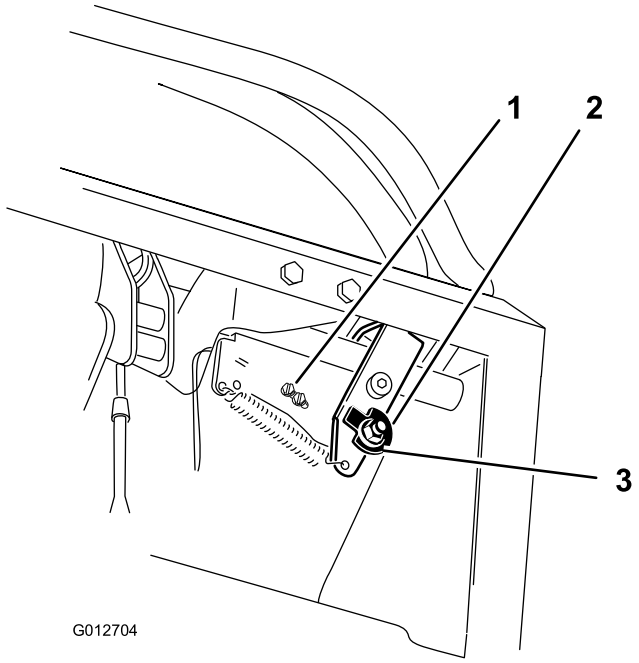
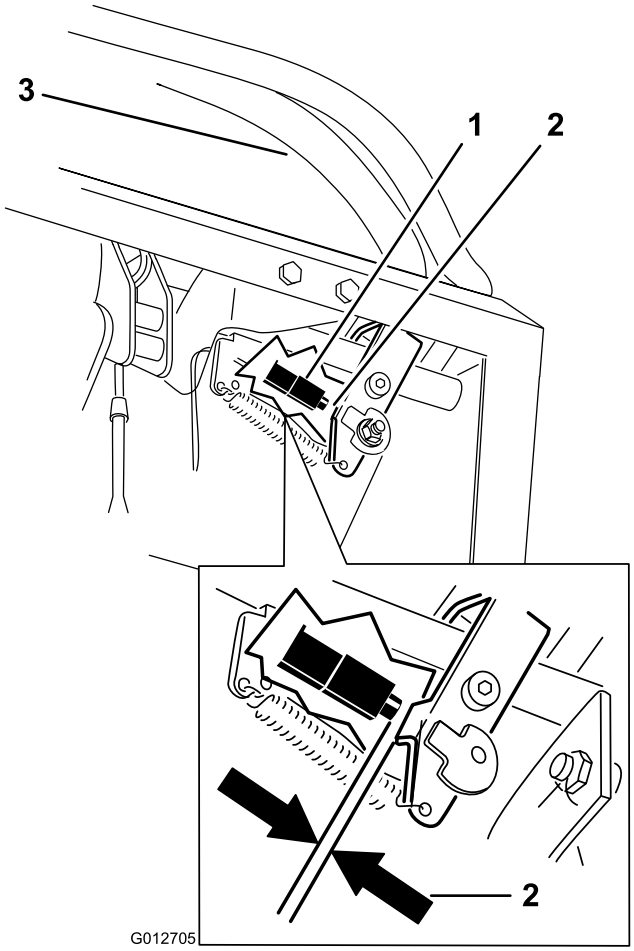

Figuur 70
Figuur 71
7. Draai de moer los waarmee de nok is bevestigd (Figuur 70).
10. Controleer de opening tussen de rijhendel en de schakelaar zoals getoond in Figuur 71. De opening moet 3 mm bedragen met de rechterrijhendel in de vergrendelde neutraalstand.
11. Draai indien nodig de schroeven los waarmee de schakelaar is bevestigd en verstel de schakelaar (Figuur 70 en Figuur 71).